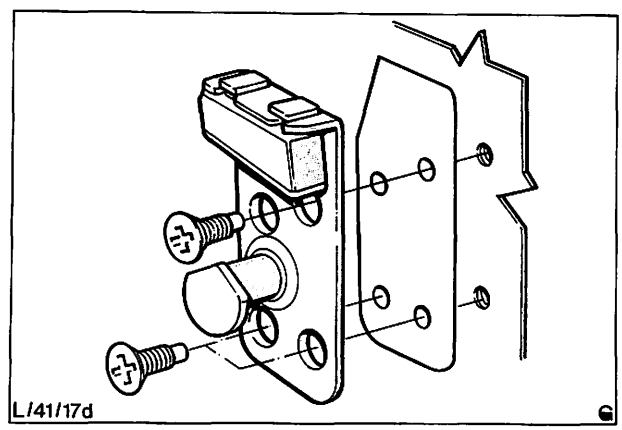

Abb. 49 Schließdornplatte
2. Schrauben entfernen und Schließdorn abbauen, Abb. 49.